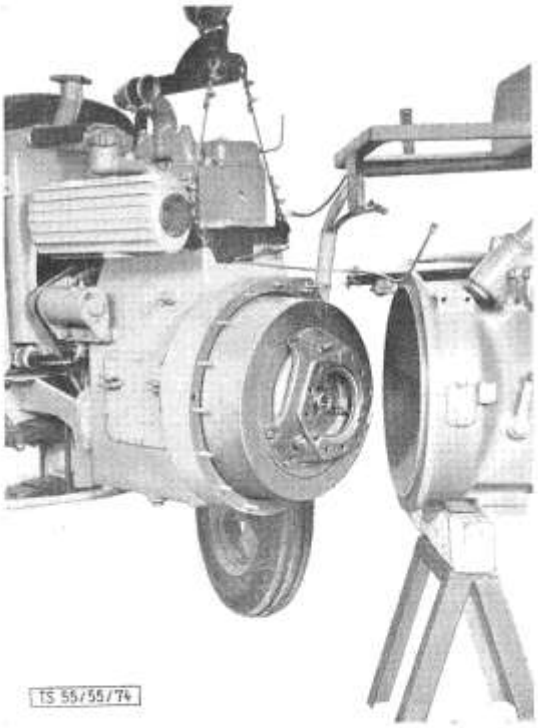

Bild 74: **Abflanschen des Motors**
3. Mit Motor und Vorderachse nur so weit vorfahren, bis die Kupplungsscheibe die Antriebswelle frei gibt. Anschließend mit dem Ganzen nach rechts schwenken. Man kann dadurch mühelos an Schwungrad, Anlaßzahnkranz und Kupplung arbeiten, ohne sämtliche Leitungen abzuklemmen (Bild 74).